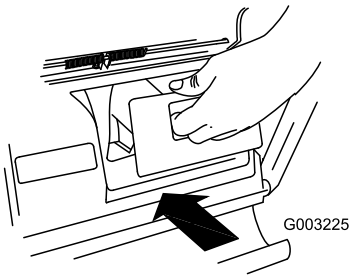

**Figuur 26**
**Belangrijk:** **Controleer of de afsluiter van de achterafvoer is gemonteerd, alvorens het maaisel te recyclen (Figuur 26).**